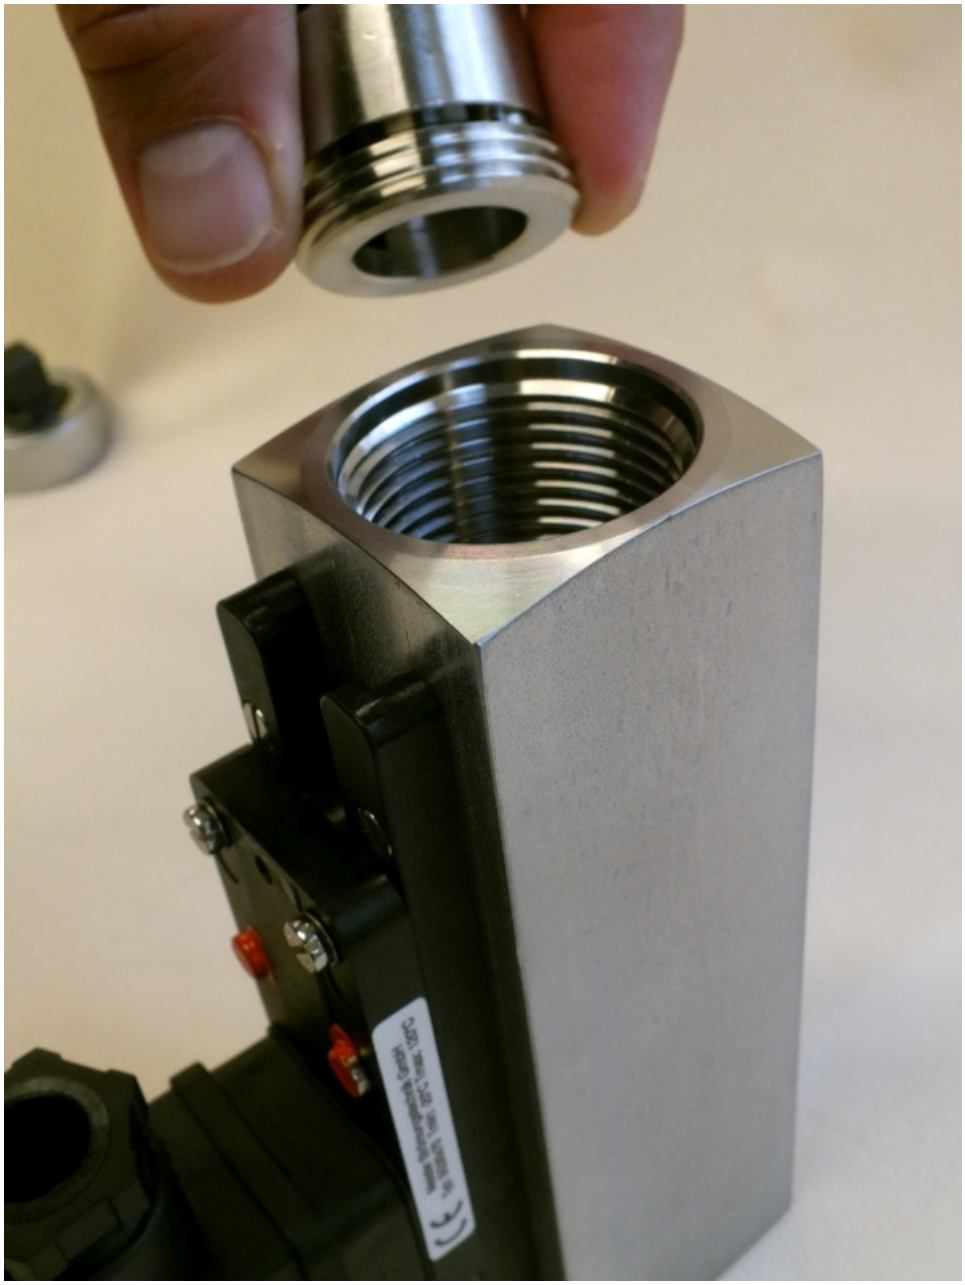

Fig. 48: Insert threaded ring (inlet)
1. Insert the threaded ring (inlet) into the device body (inlet) (*Fig. 48*)